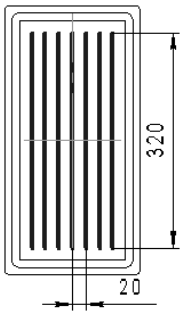

Рис. 1.47
7. Укажите верхнюю плоскость основания поддона. Она будет выделена зеленым цветом. Создайте эскиз в виде семи вертикальных отрезков с показанными расположением и размерами. Завершите эскиз (рис. 1.47).